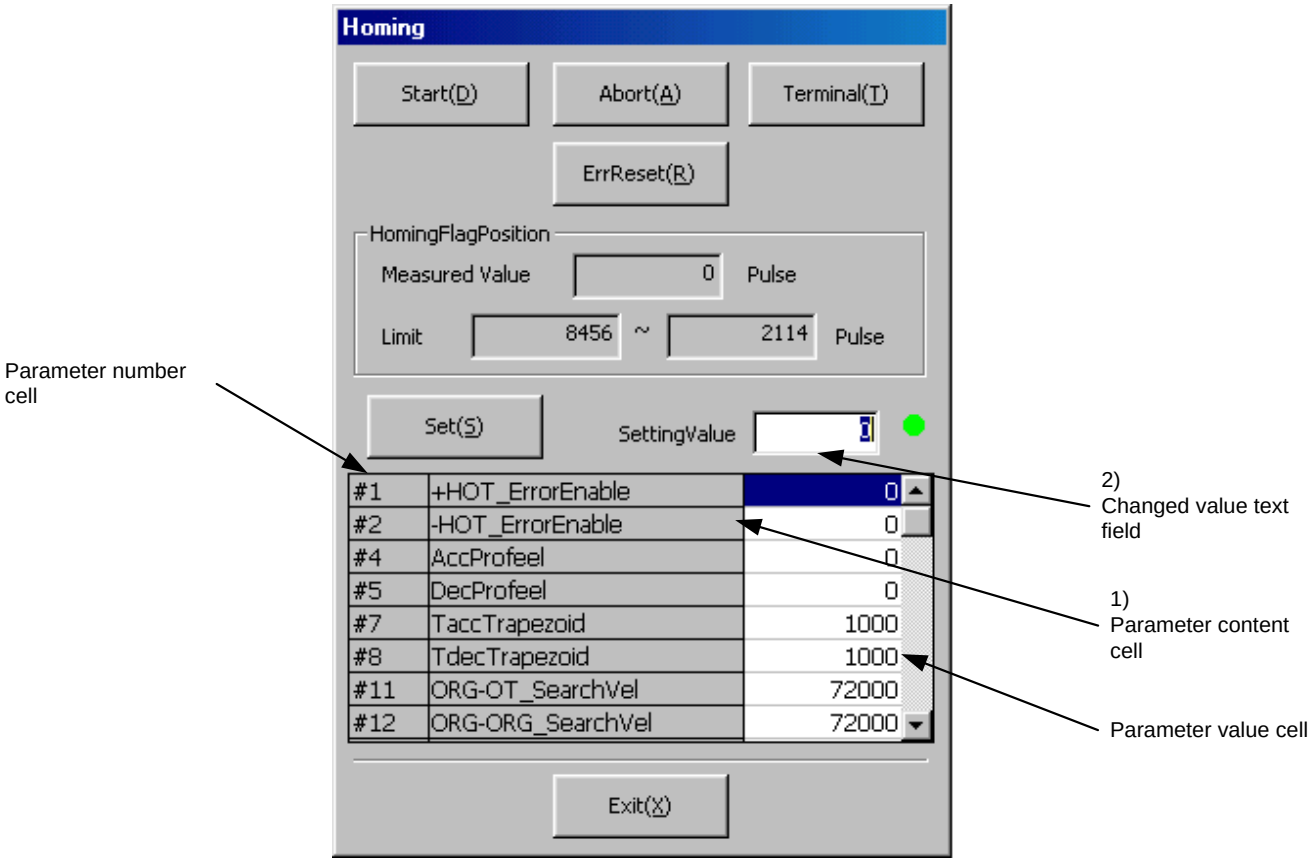

Figure 7.21 "Homing" dialog box
Click *"Homing (O)"* in the "DriveMenu" dialog box to display the "Homing" dialog box (see Figure 7.21). If the connection with the driver is established, the current values of the related parameters are read and can be edited.